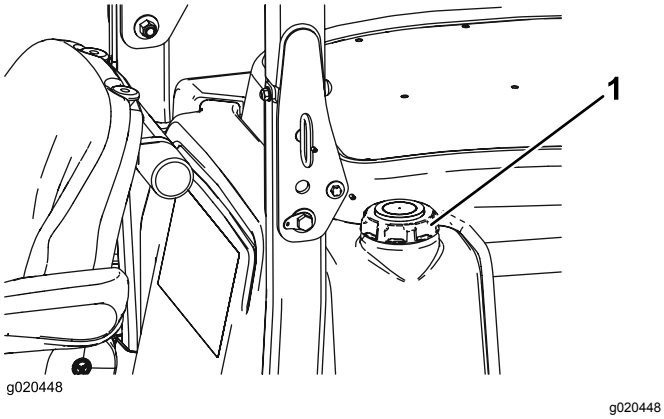

Figur 13
3. Ta bort locket från bränsletanken (Figur 13).